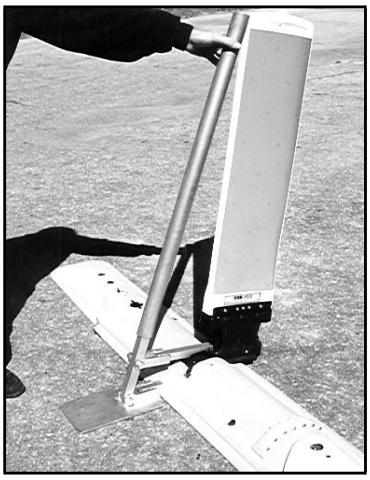

Fig 2
2. Tilt the Panel Puller toward the reboundable Flex Boot and use the steel hook to grab the horizontal edge of the boot (Fig 2). If the metal flanges of the Stabilizing Bar scrape the top of the L60 SEPARATOR, you may have to tap them with a hammer while pulling. Position the holes of the metal flanges to align with the small holes in the top of the L60 SEPARATOR.